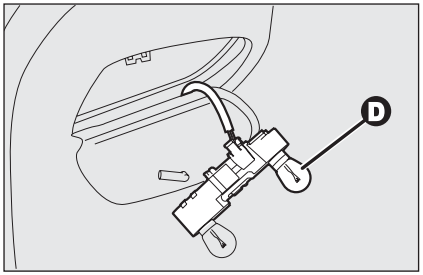

rys. 36 A0E0229m
- ❒ wyjąć i wymienić przepaloną żarówkę lekko ją wciskając i obracając w lewo **rys. 36**: